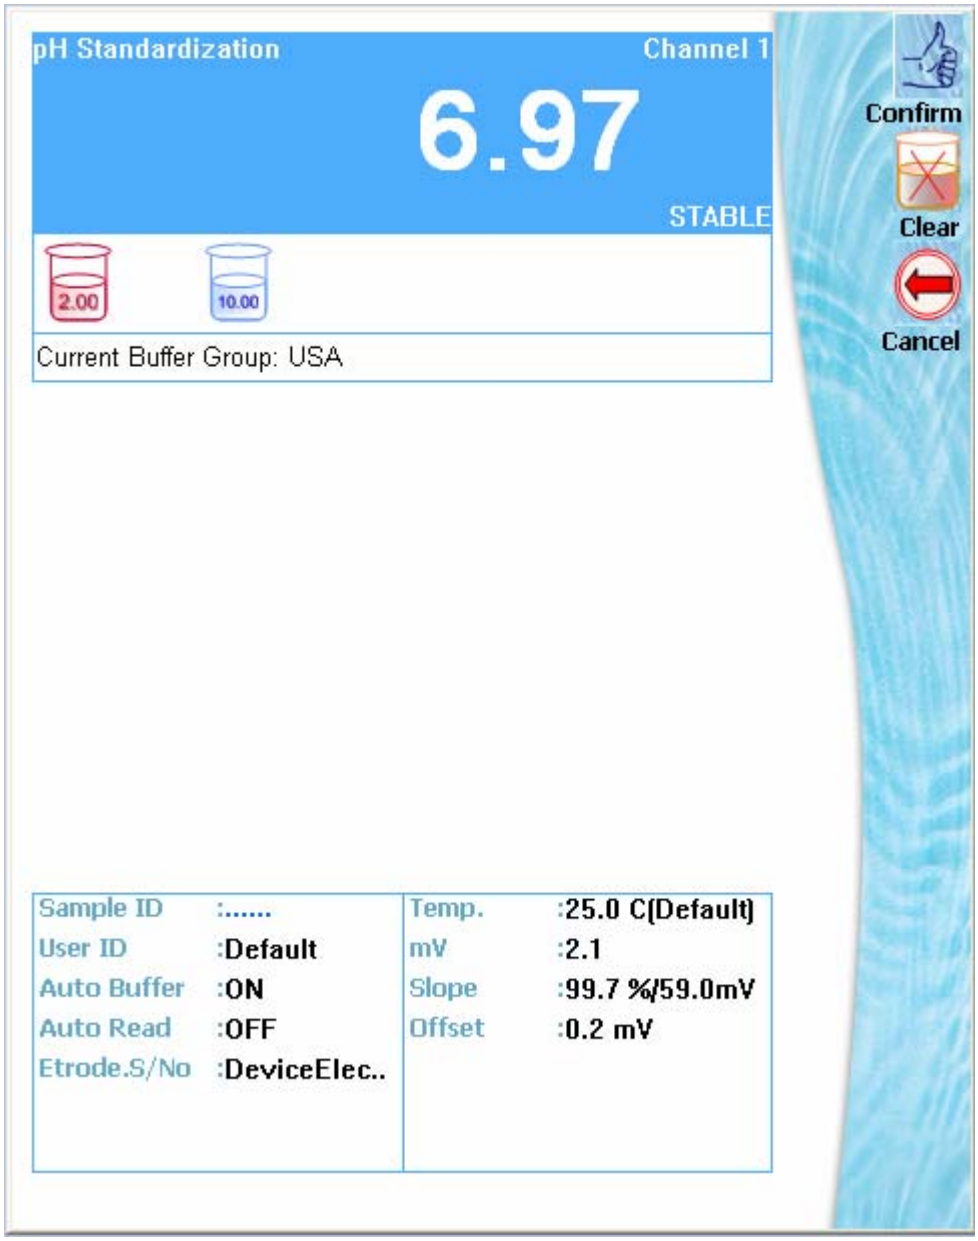

Figure 26 : Standardization in progress
12. The **Electrode Configuration Dialog** closes. Standardization process begins for the selected channel/electrode using the selected buffer. (Figure 26)